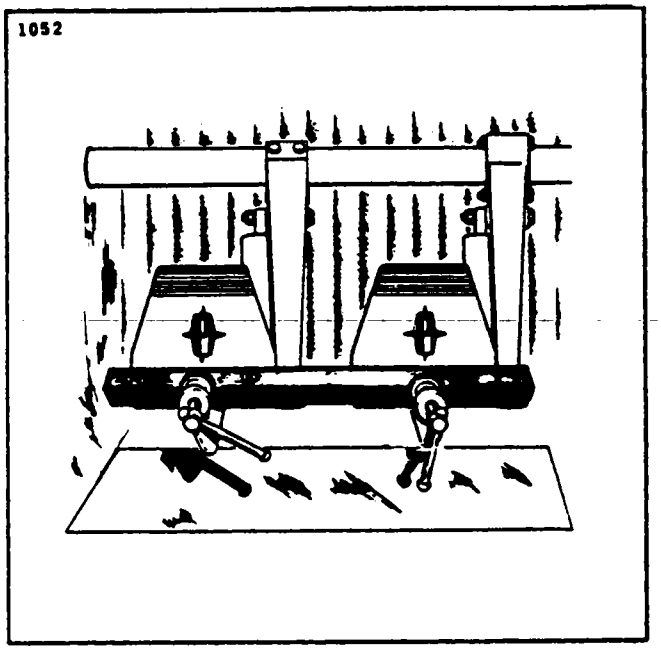

Figure 7-3. Clamping Rudder Pedals in Neutral Position
g. Clamp the rudder pedals in neutral position. (Refer to Figure 7-3.)